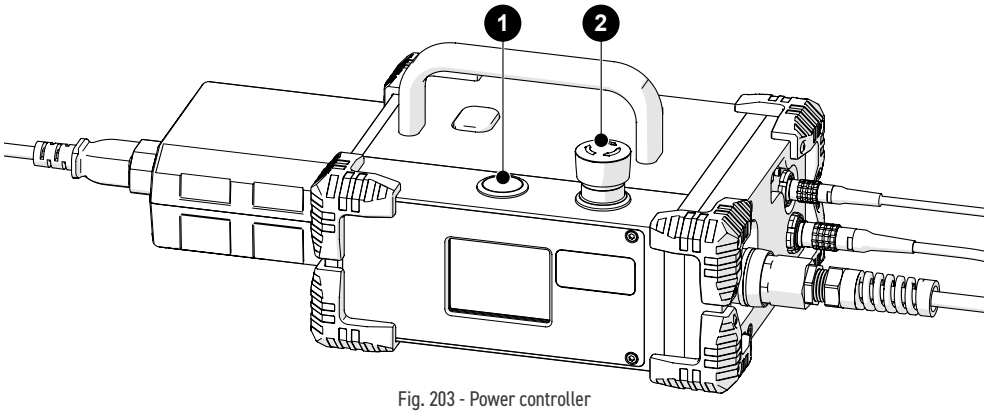

Fig. 203 - Power controller
3. Locate the 2 red emergency stop push-button on the power controller. Rotate this button clockwise to unlatch *(Fig. 203)*.
4. The 1 power button on the power controller activates the system *(Fig. 203)*.